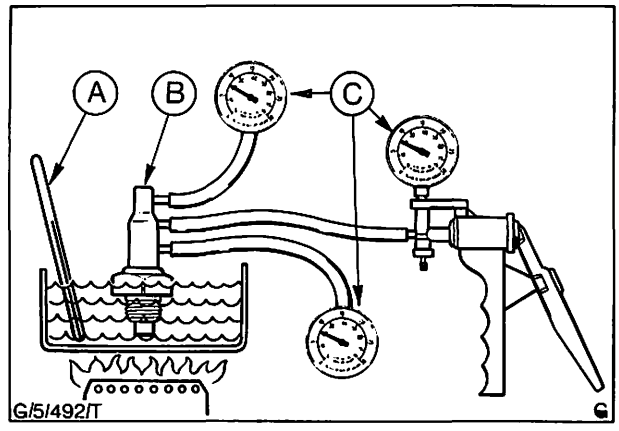

Abb. 178 Prüfanordnung für Dreikanal-Unterdruckthermostat (Ventil ausgebaut)
b) Vakuumpumpe und zwei Vakuummeter, wie in Abb. 178 gezeigt, anschließen und mit der Pumpe einen Unterdruck von 250 mm Hg an den mittleren Kanal erzeugen.
c) Wasser erhitzen und feststellen, bei welcher Temperatur der Unterdruckthermostat zu arbeiten beginnt. Das läßt sich feststellen, wenn Unterdruck an dem unteren Vakuummeter angezeigt wird und alle drei Prüfgeräte einen etwas niedrigeren Unterdruck von ca. 200 mm Hg anzeigen, siehe Abb. 178.